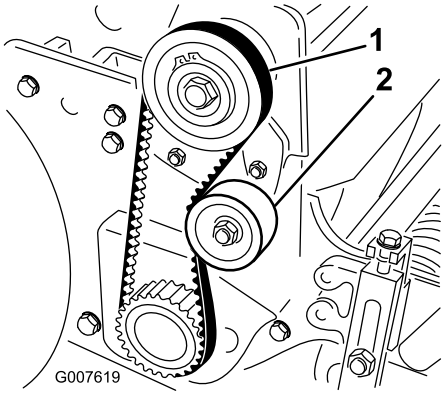

Figur 42
2. Kontroller hvor stram remmen er ved å presse på mellomspennet (Figur 42) med en kraft på 18–22 N. Remmen skal gi etter 6 mm.
A. Løsne monteringsmutteren på lederullen, og vri lederullen med klokken mot baksiden av remmen helt til du oppnår ønsket spenning (Figur 42).